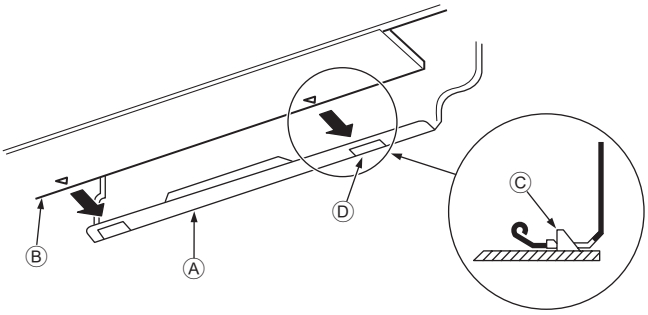

Fig. 3-15
3. För in kylmedelsrören och dräneringsslangen i väggens genomträngningshål (genomträngningshylsa) och häng samtidigt toppen av inomhusenheten på monteringspanelen ①.
5. Fäst genom att skjuta på den nedre delen av inomhusdelen på monteringspanelen ①. (Fig. 3-15)
* Kontrollera att knapparna på botten av inomhusenheten är säkert fasthakade på monteringspanelen ①.